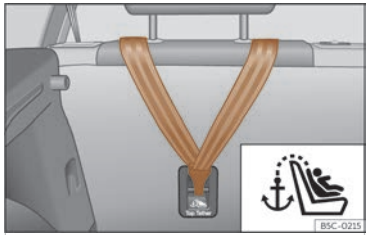
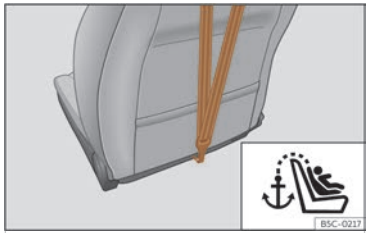

**Fig. 41** Rear part of the rear seats: Top Tether belt anchor.
**Fig. 42** Rear of front passenger seat backrest: Top Tether belt anchor (not available in all markets/versions).
Child seats with a Top Tether system are fitted with an additional belt for fastening to an anchor point in the vehicle. This anchor point is located on the rear of the rear seat backrest and of the front passenger seat backrest[1] (identified with the symbol ) and provides better retention ››› Fig. 41, ››› Fig. 42.
- Slide the belt and secure it properly with the anchor on the rear seat backrest ››› **Fig. 41** , ››› **Fig. 42**.